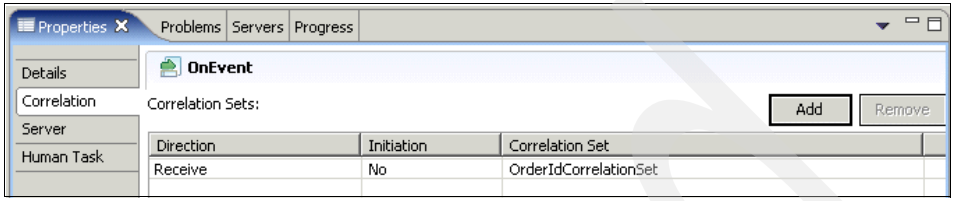

Figure 13-25 The onEvent Properties page: Correlation tab
5. Click the **Correlation** tab (Figure 13-25).